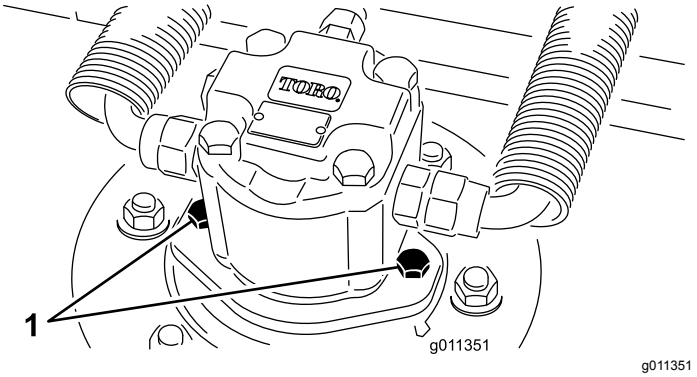

Figur 84
2. Koble fra og fjern den hydrauliske motoren fra klippeenheten (Figur 84). Dekk over toppen av spindelen for å hindre at den blir skitten.
4. Monter den hydrauliske motoren på klippeenheten (Figur 84). Kontroller at O-ringen er på plass og ikke er skadet.